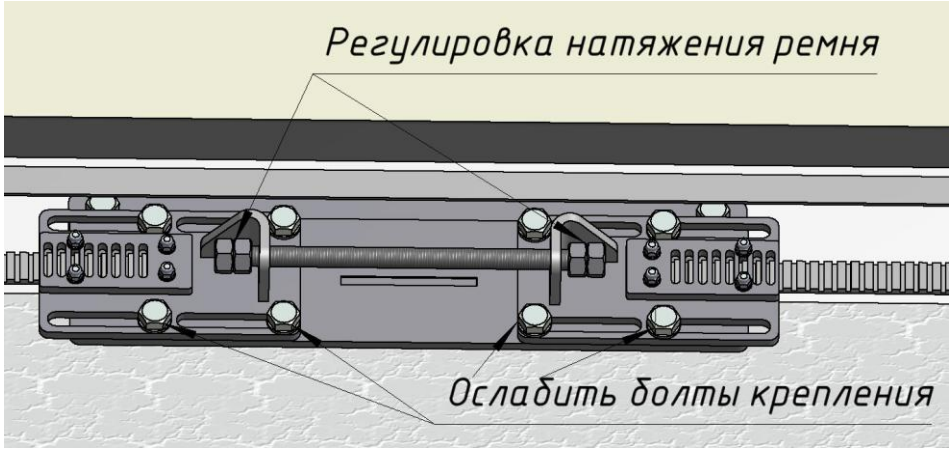

Рис.8
2.11. Обеспечить необходимое натяжение ремня при помощи шпильки M12x230 и гаек M12. Для этого потребуется ослабить затяг соединений Болт M10x20 (Рис.8)